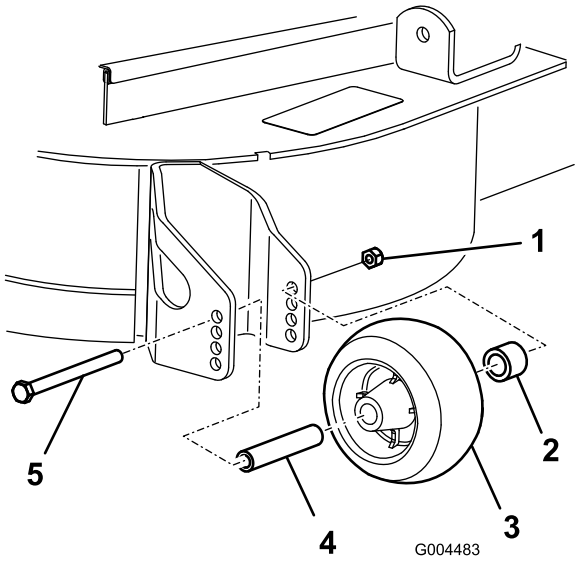

Figuur 18
3. Nadat u de maaihoogte hebt ingesteld, moet u de flensmoer, de lagerbus, het afstandsstuk en de bout verwijderen om de rollen in te stellen (Figuur 18).
5. Monteer de flensmoer, de lagerbus, het afstandsstuk en de bout. Zet alles vast met een torsie van 54-61 Nm (Figuur 18).